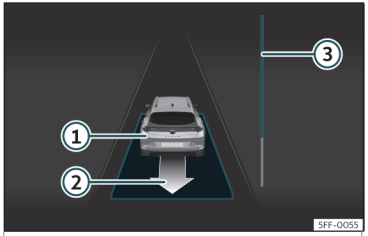

Fig. 174 En la pantalla del cuadro de instrumentos: desaparcar de un hueco en línea.
- Retroceda hasta que suene la señal continua del ParkPilot; **O BIEN:** dé marcha atrás hasta que en la pantalla del cuadro de instrumentos aparezca la indicación de dar marcha adelante. La barra de progreso ››› fig. 174 ③ indica la distancia que hay que recorrer››› pág. 284.